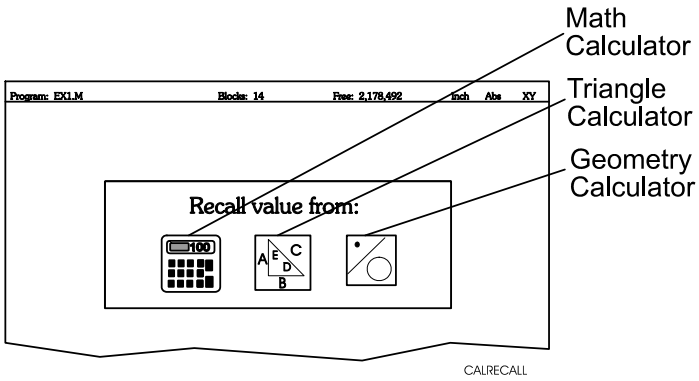

Figure 3-2, Recall Selection Pop-up
2. Press **Recall** (**F2**). The **Select value:** menu is displayed. Refer to **Figure 3-2**.